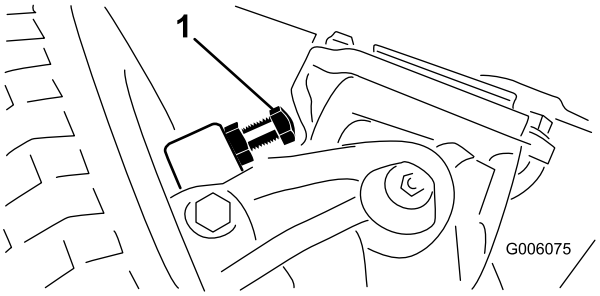

Figur 60
1. Skru boltene ind eller ud, indtil frigangen på 2,3 mm opnås (Figur 60).